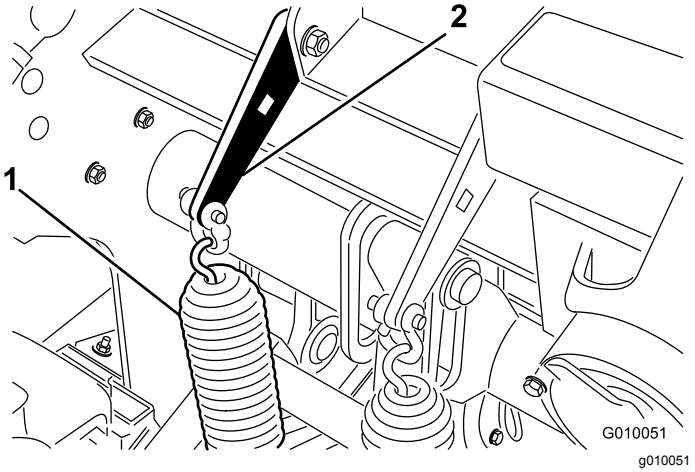

Figur 29
2. Løsn de bræddeboltmøtrikker, der holder fjederbeslagene på kernehovedet (Figur 29). De må ikke fjernes.